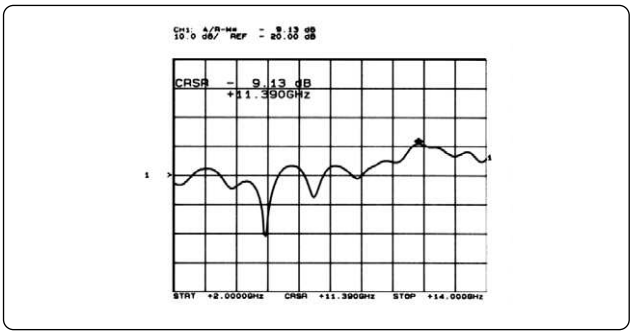

Figure 10. Example input return loss plot in dB.
8. Press **[SCALE]** and select [AUTOSCALE]. Press **[CURSOR]** and use the knob to read the return loss in dB at any point along the trace. Figure 10 shows an example.